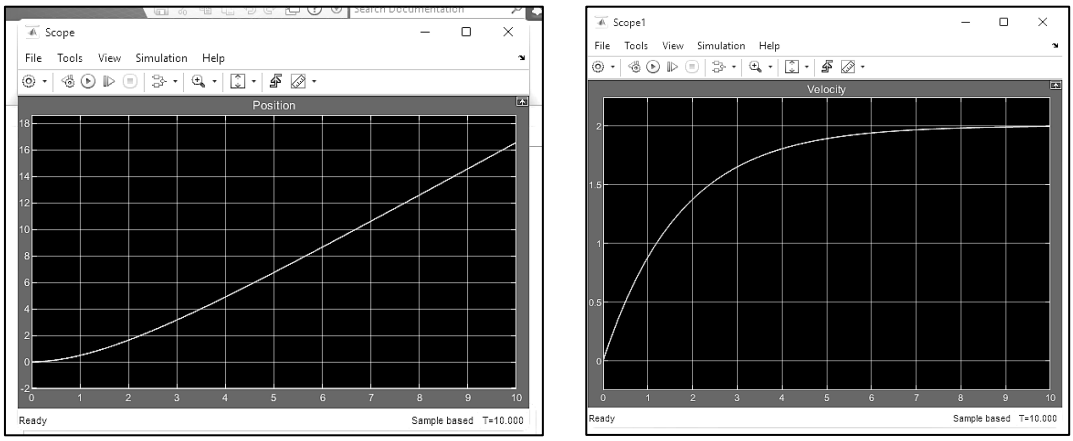

Figure 3
g. Observe the outputs (Use 10 for the simulation stop time) and take screenshots separately. The final scope output of the Model will look like Figure 3. Comment on the behaviour of the solar panel motion on the discussion page.